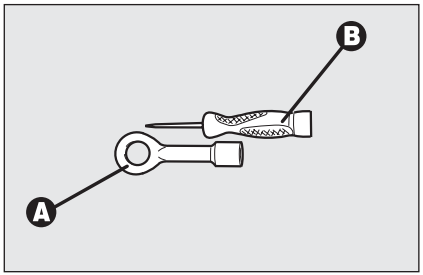
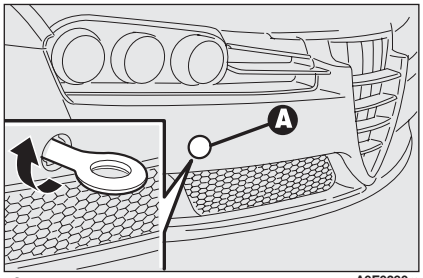

fig. 64 A0E0111m
fig. 65 A0E0230m
- ❒ saque la argolla de remolque **A-fig. 64** de la caja del Fix&Go automatic.
- ❒ quite el tapón **A-fig. 65** montado a presión en el parachoques delantero. Para realizar esta operación, en caso de que utilice el destornillador de punta plana en dotación **B-fig. 64** , es necesario cubrir la punta con un paño suave para no dañar el coche.